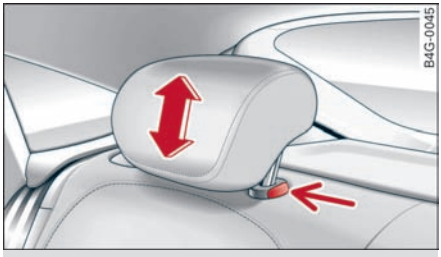
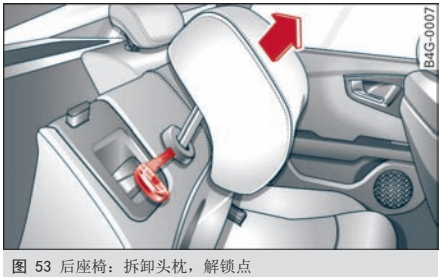

图 52 后座椅：调节头枕
图 53 后座椅：拆卸头枕，解锁点
▶ 如要向下调节头枕，按住按钮 – 箭头 – ⇨ *图 52* 并向下推移头枕。
▶ 用应急钥匙按压解锁点 ⇨ *图 53* ⇨ *第 26 页*，同时按压按钮 ⇨ *图 52*。同时从靠背中将头枕拉出 ⇨ ⚠。
▶ 按住按钮 – 箭头 – ⇨ *图 52* 并将头枕向下推移到底。在未按住按钮时，头枕不得再能从靠背中拉出。